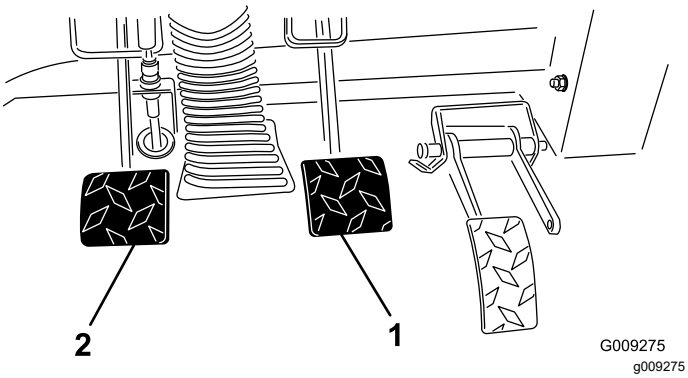

**Figura 55**
2. Tire hacia arriba del pedal de freno (Figura 55) hasta que entre en contacto con el bastidor.